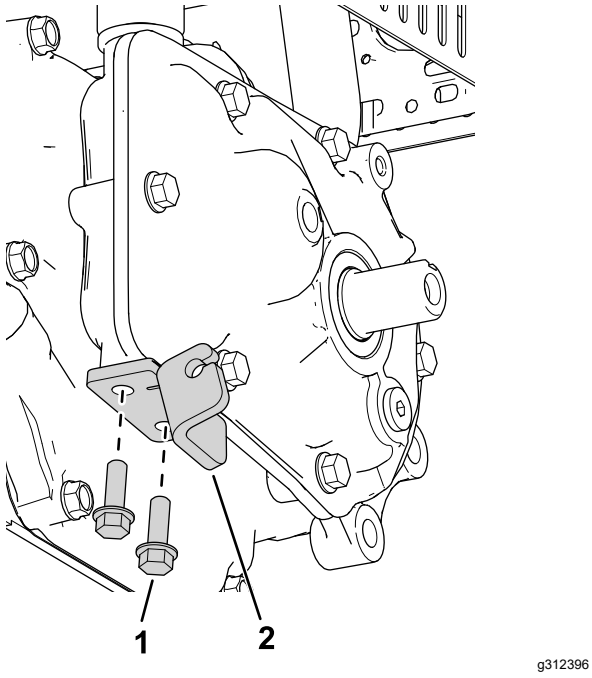

Figur 1
1. Monter koblingspladen med 2 bolte (¼" x ¾") som vist i Figur 1.